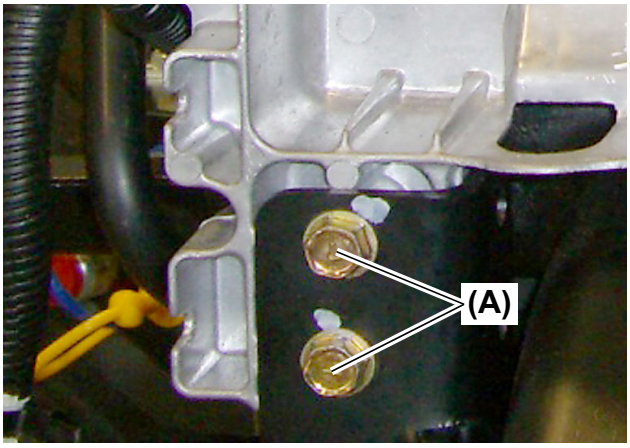

Fig. 5
3. Remove the four (4) M10 × 75 mm (L: 3 in.) bolts **(Fig. 5, (A))** that secure the column bracket to the main frame.